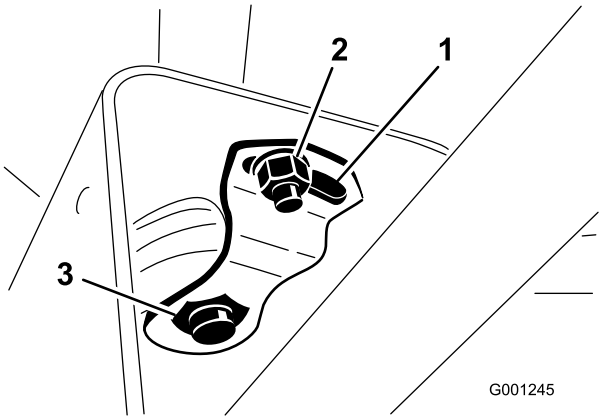

Figur 69
2. Skub kappen op ad ratakslen for at blotlægge drejebeslaget (Figur 69).
3. Løsn den lille møtrik, og drej drejebeslaget, indtil det spænder den store møtrik nedenunder (Figur 69).